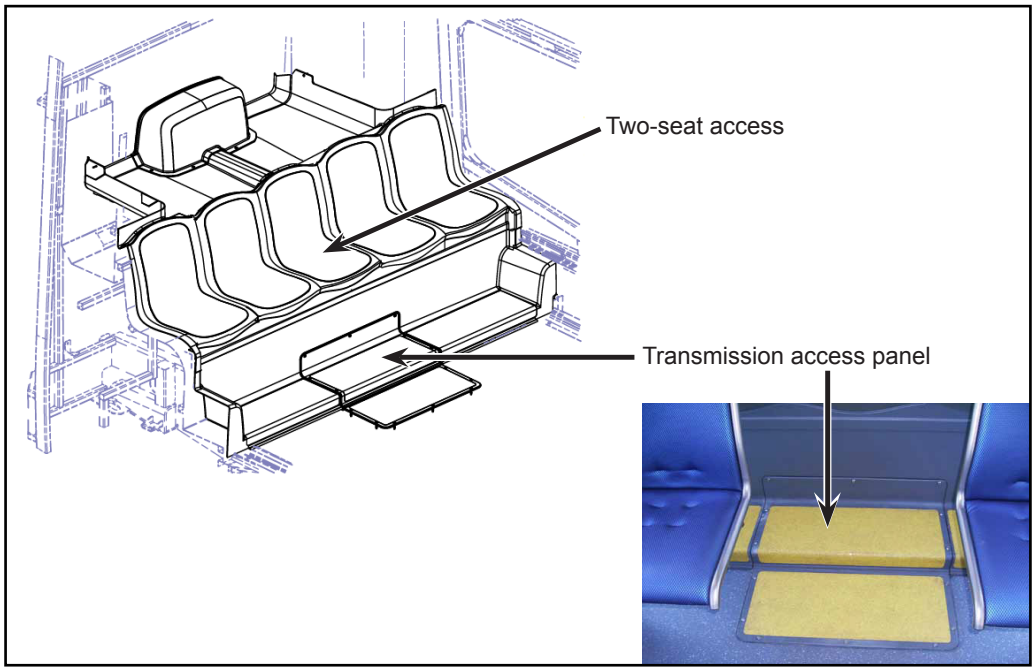

Figure 3 - Typical View of Two-seat Access Panel and Transmission Access Panel
1.6. Remove and retain the two-seat access from the rear five-seat, and transmission access panel with the hardware (see Figure 3).